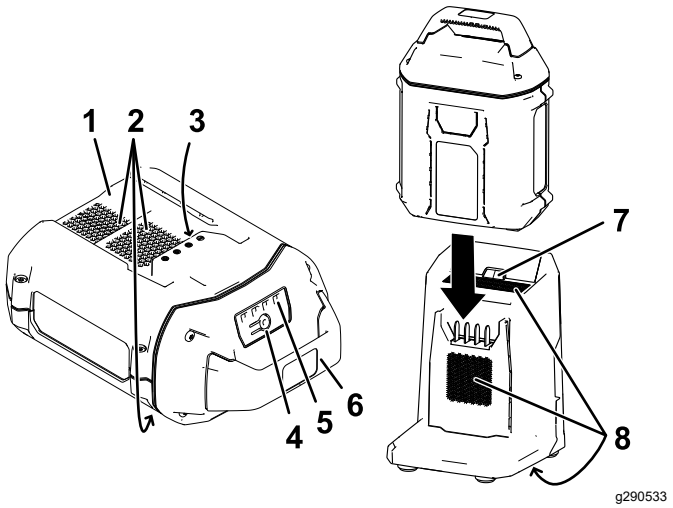

Figura 20
2. Alinee el hueco de la batería (Figura 20) con la lengüeta del cargador.
3. Introduzca la batería en el cargador hasta que esté completamente asentada (Figura 20).